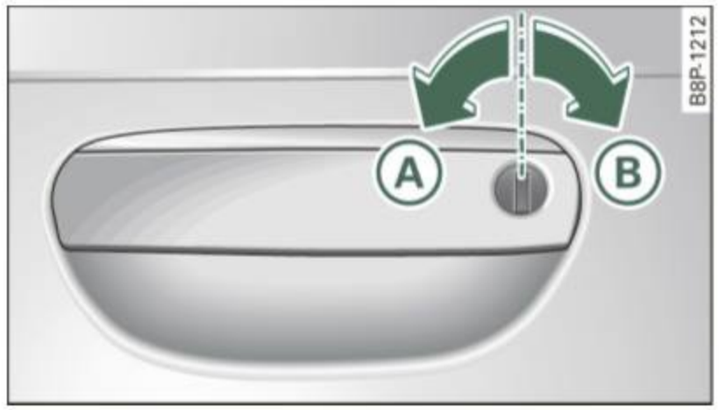

Fig. 27 Key turns for opening and closing.
– Turn the key to position (A) ⇒ fig. 27 to unlock the vehicle